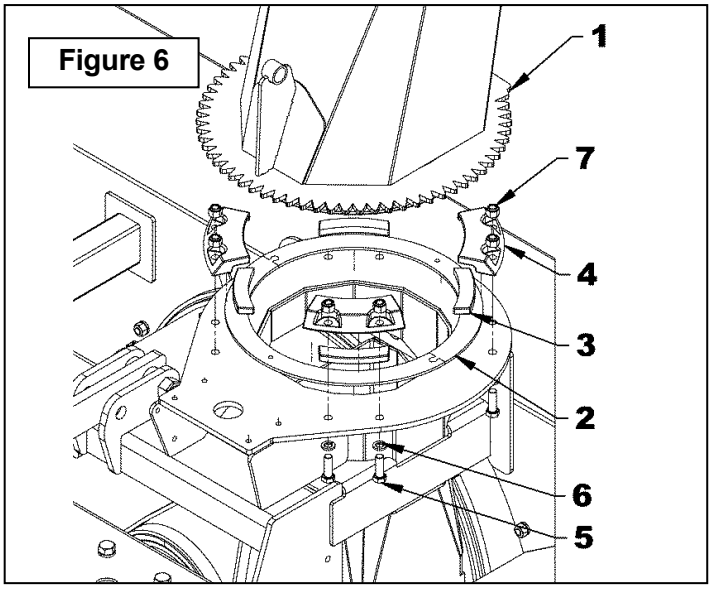

Figure 6
3. **Figure 6:** Assemble the two anti-friction plates (item 2) and place on the frame of the snowblower so that they are centered with the output of the drum.
4. **Figure 6:** Place the chute (item 1) on the anti-friction plate's assembly (item 2).
5. **Figure 6:** Place the chute guide (item 3) on the chute base (item 1). Then install the retaining plate (item 4) using two 1/2"NC x 1 1/2" bolts, 1/2" lockwashers and 1/2"NC nylon insert lock nuts (items 5-6-7).